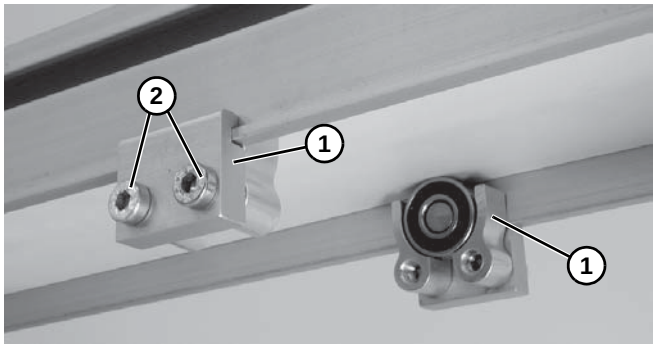

Figure 14
3. Installer les ensembles comme illustré sur la **(Figure 14, élément 1)**. Serrer les vis **(Figure 14, élément 2)** au couple de 7 N.m.